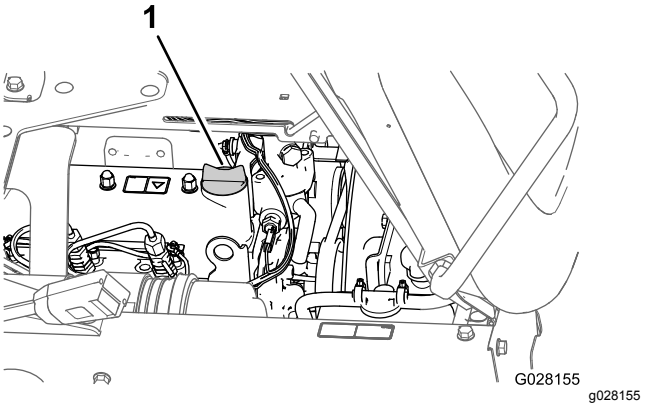

Figur 72
5. Fjern oliepåfyldningsdækslet fra påfyldningstudsen på motorens ventildæksel (Figur 72), og hæld langsomt ca. 80 % af den angivne mængde olie i påfyldningsstudsen.
8. Monter påfyldningsdækslet i påfyldningsstudsen (Figur 72).